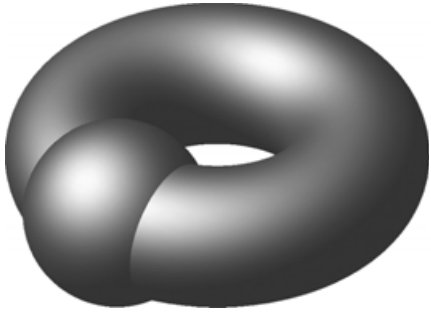

Рис. 6.176
- Закройте эскиз и выполните **Приклеить вращением** с теми же параметрами, что и при создании тора (включая создание тонкой стенки) (рис. 6.176).